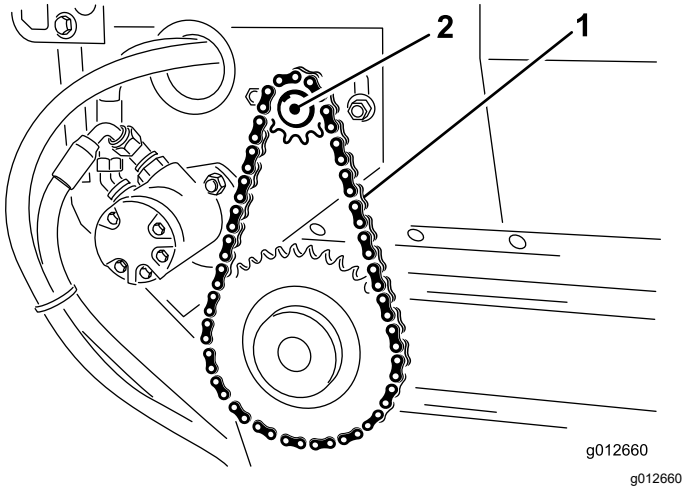

**Figuur 24**
3. Zet de bouten en moeren los waarmee de motor en de tandwielen aan het hoofdframe zijn bevestigd (Figuur 24).
4. Draai de motor en de tandwielen (Figuur 24) in de montagesleuven tot de ketting van de transportband een speling heeft van 3,2 mm.
5. Draai de bevestigingsbouten vast (Figuur 24).